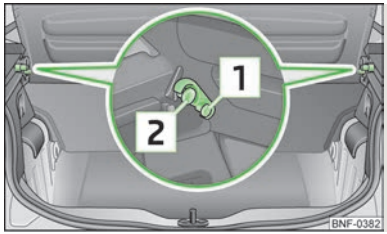

Fig. 43 **Removing/installing the luggage compartment cover**
- To fold up, raise the luggage compartment cover and press into the side holders 1 » Fig. 43.
- To remove, remove the luggage compartment downwards from the side holders 2 » Fig. 43.
Make sure that the luggage compartment cover is latched correctly into the side holders [2] » Fig. 43 - risk of damaging the luggage compartment cover/luggage compartment.